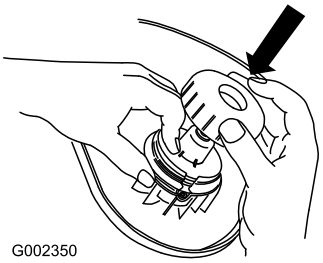

Figura 16
2. Tenete il cavo e la bobina, e montate il coperchio sopra la bobina (Figura 16).